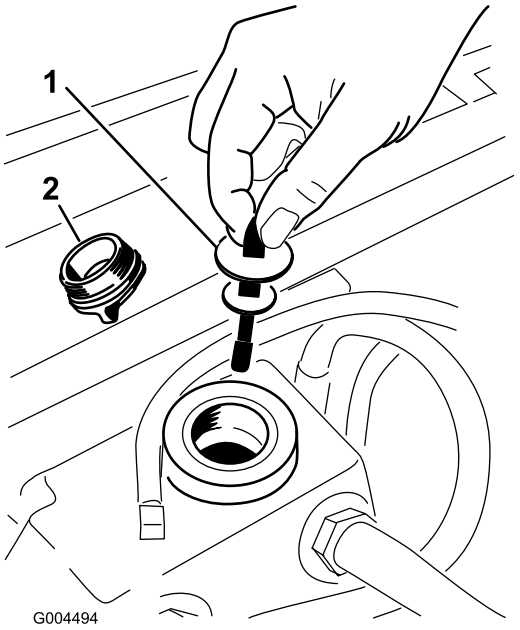

Figur 57
5. Fjern det hydrauliske oljelokket fra påfyllingshalsen (Figur 57).
6. Ta ut peilestaven og tørk den med en ren fille (Figur 57).
7. Plasser peilestaven i påfyllingshalsen før du tar den ut og kontroller væskenivået (Figur 57).